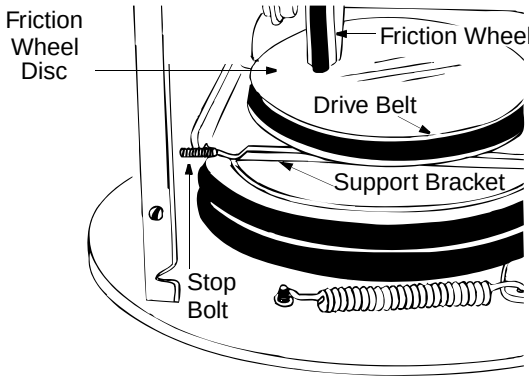

Figure 15
3. Using a wrench, loosen the nut on the stop bolt until the support bracket rests on the auger pulley. See Figure 15.
4. Slip belt between friction wheel and friction wheel disc. See Figure 15. Remove and replace belt. Reassemble in reverse order.
NOTE: *The support bracket must rest on the stop bolt after the new belt has been assembled. See Figure 15.*